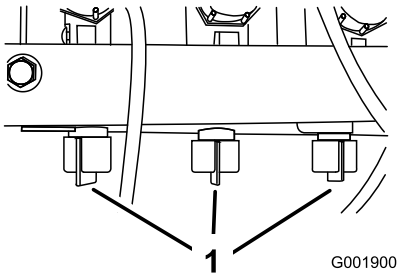

Bild 22
10. Stellen Sie das Sicherheitsventil des Auslegers (Bild 22) unter dem Auslegersteuerventil des Auslegers ein, den Sie abgestellt haben, bis der am Druckmanometer angezeigte Druck dem Wert in Schritt 7 entspricht.